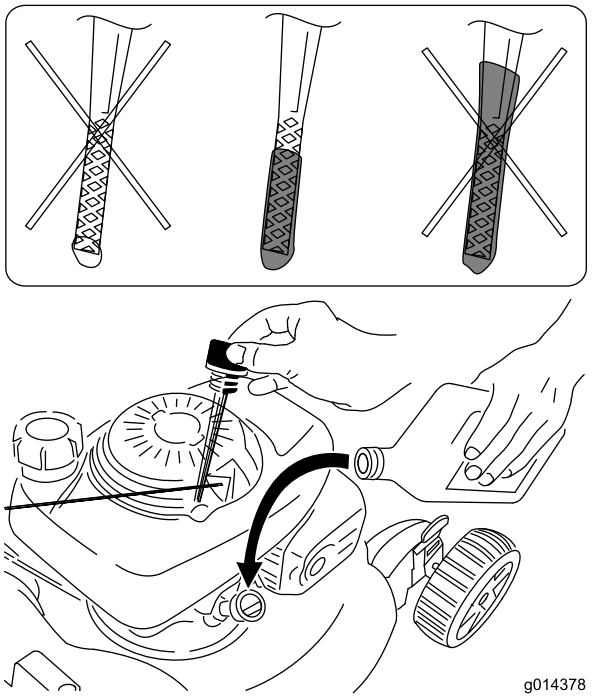

Figur 10
2. Ta ut oljestickan (Figur 10).
5. Ta ut oljestickan och läs av oljenivån (Figur 10).